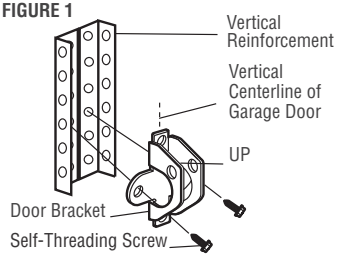

FIGURE 2
- Alternately, use two 5/16”-18x2” bolts, lock washers and nuts (not provided). (Figure 2)